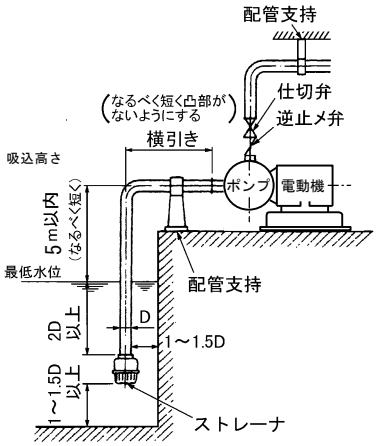

図2　据付図
(1) ポンプに吸込配管、吐出し管の荷重がかかると芯狂いの原因となりますので、図2のように十分な配管支持をしてください。
(2) 配管が長い場合、実揚程が高い場合、自動運転の場合、および2台以上のポンプの並列運転の場合には必ずポンプの吐出し側に逆止め弁を取付けてください。逆止め弁は、ポンプ本体と吐出し弁の間に取付けてください。
(3) 装置上どうしても空気だまりが避けられない箇所には、空気抜き弁を取付けてください。ただし、吸込配管などで負圧になる所には取付ないでください。逆に空気を吸込みます。
(4) 水撃（ウォータハンマ）がおこる危険性のある場合は、急閉逆止め弁を設けるなどの対策を施してください。
(a) 吸込配管の末端は図2のように管径（D）の2倍以上深く、底より1～1.5D以上離してください。